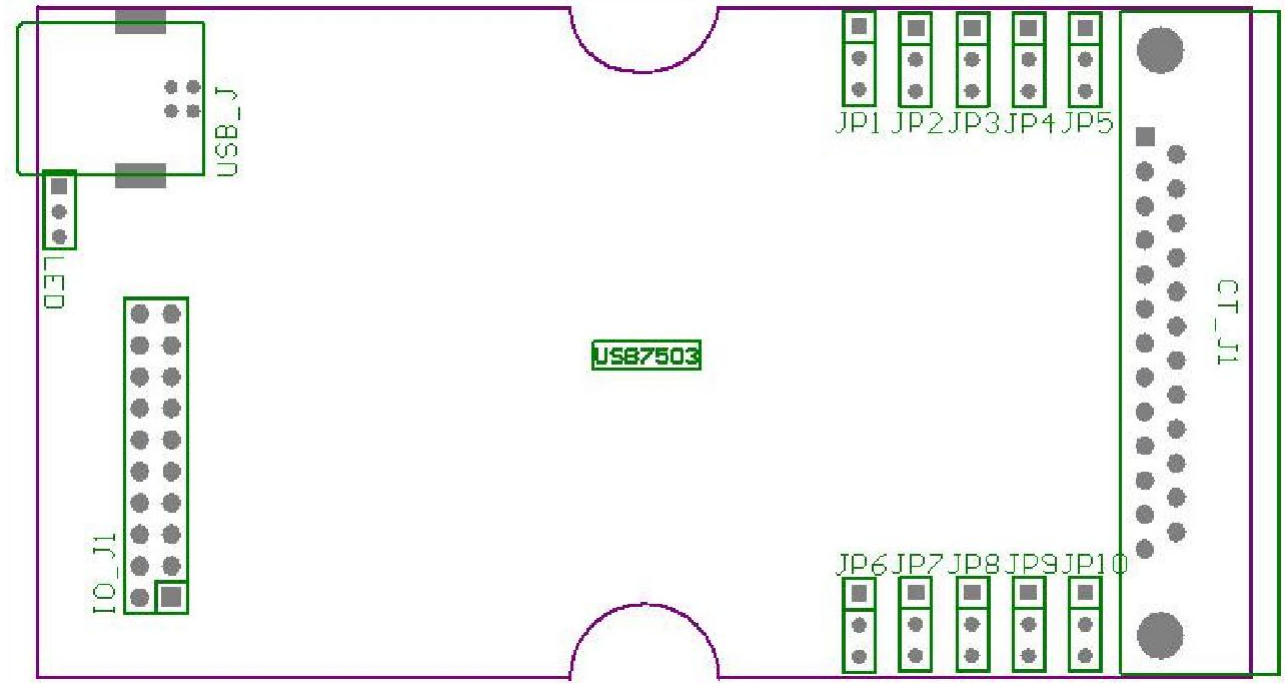
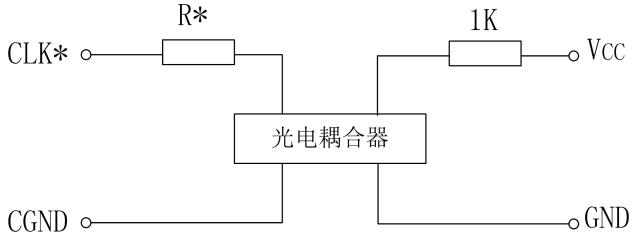
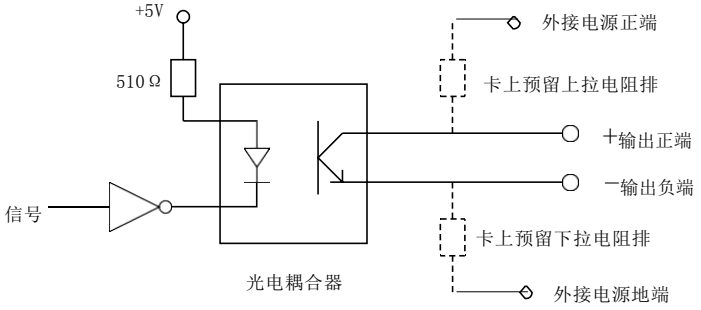

图 1 主要可调整元件位置图
图 2 开关量输入部分工作原理
图 3 光电隔离输出部分原理图
5.1 主要输入输出接口位置图，见图 1。
脉冲（CLK*）输入部分的工作原理如图 2 所示：
由图 2 所示，当一个足够大(TTL～48V)的外部电压信号经过本模块上的电阻 R*(见图 1 中 2 个 1K 的组排，每个阻排 4 个电阻)限流后驱动光电耦合器的发光二极管发光，使光电三极管导通。反之，当外部电压信号为零或足够小时，计算机读入的即为低电平信号。电阻 R*是一个限流保护电阻，焊在焊接排上，用户可以根据现场信号电压幅度而自行更换(出厂时为 1K ，见图 3)。
本模块上频率输出部分均采用了集电极开路输出方式，以满足用户对不同输出信号相位和驱动能力的 要求，其工作原理如图 3 所示：
根据图 3 所示的工作原理，用户可以根据不同的需要选择不同的接线方式以取得不同的信号电平或驱动要求。